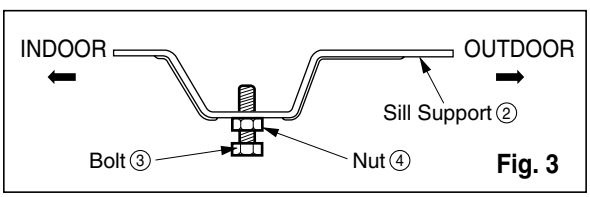

Fig. 3
2. Install the drain pan over the corner of the cabinet where you removed the plug with 4 (or 2) screws.(See Fig. 3)
3. Connect the drain hose to the outlet located at the bottom of the drain pan. You can purchase the drain hose or tubing locally to satisfy your particular needs. (Drain hose is not supplied).(See Fig. 3)
4. Select the most appropriate connection from among the figures to the right (by considering the hole of the unit) to fit drain pan to your own unit.(See Fig. 3)
3. Loosely assemble the sill support using the parts in Fig. 3.